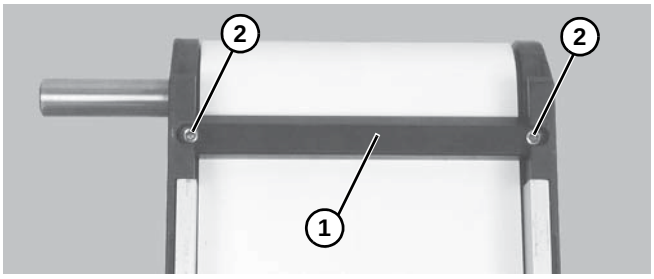

Figure 18
1. If equipped, remove bottom wipers **(Figure 18, item 1)**: Remove fastening screws **(Figure 18, item 2)** then remove wiper.